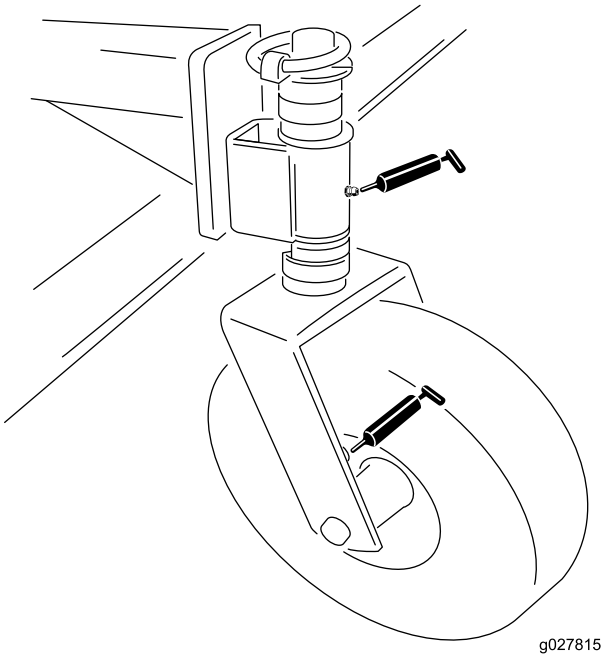

Figura 7
- Rueda giratoria (2 en cada) (Figura 7)